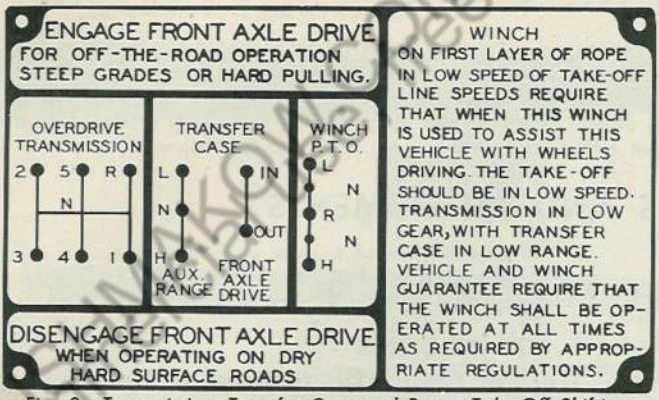
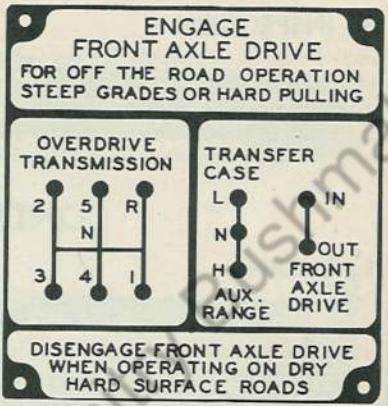

Fig. 2 Transmission, Transfer Case and Power Take-Off Shifting Arrangement Plate (For Trucks Equipped with Winch)
Fig. 3 Transmission and Transfer Case Shifting Arrangement Plate (For Trucks Not Equipped with Winch)
A. Shift Arrangement Plate—Positions for shifting of transmission and transfer case control levers are outlined on this plate which is shown in Fig. 2, for trucks equipped with winch. See Fig. 3, for trucks not equipped with winch.
B. Transmission Shift Lever—This lever is used to select various gear ratios or speeds provided in transmission. There are five speeds forward and one reverse. (See shifting arrangement plates Figs. 2 and 3.) Transmission shift lever should be in neutral position when engine is started.
A. Transfer Case High and Low Lever—This lever is used to shift transfer case into "high," "neutral" or "low" speeds as desired by operator. Arrangement of this lever is such that low speed cannot be engaged unless front axle is also engaged. Arrangement of shift lever positions are illustrated in Figs. 2 and 3. Shifting instructions are given in Paragraph 18.
B. Front Axle Declutching Lever—This lever permits selection of front axle engaged or disengaged positions. Front axle must be engaged before transfer case can be operated in "low" range. With front axle engaged, transfer case may be operated in either "high" or "low" range. See Figs. 2 and 3 for shifting arrangement.
2. Move gear shift lever as far as possible to right then toward front. (See Figs. 2 or 3 in this group or plate above windshield in cab).